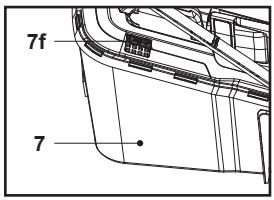

**Fig. 12**
1. When the hatch (7f) is opened the grass catcher (7) has sufficient volume left to collect grass (Fig. 12).